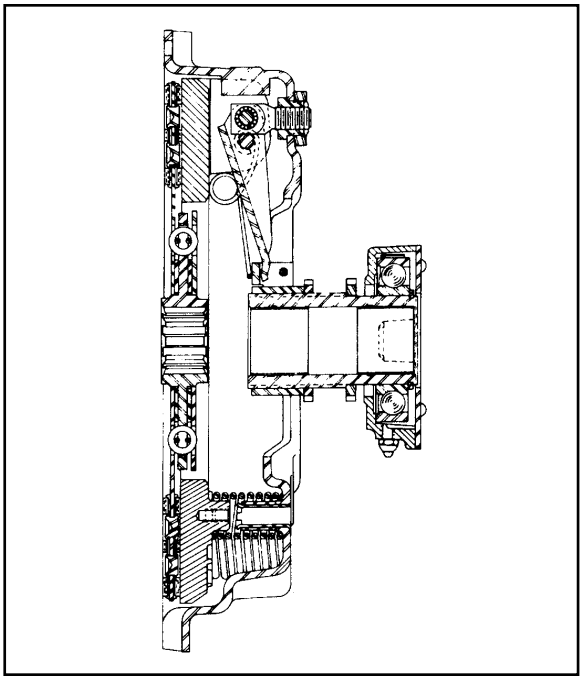
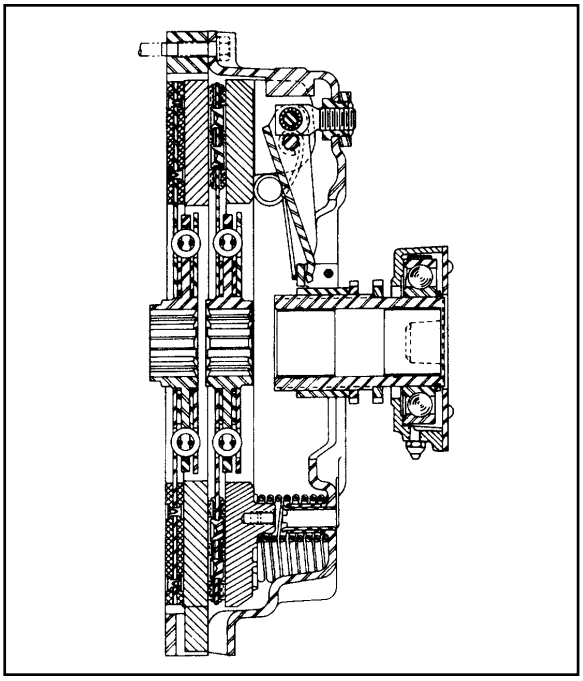
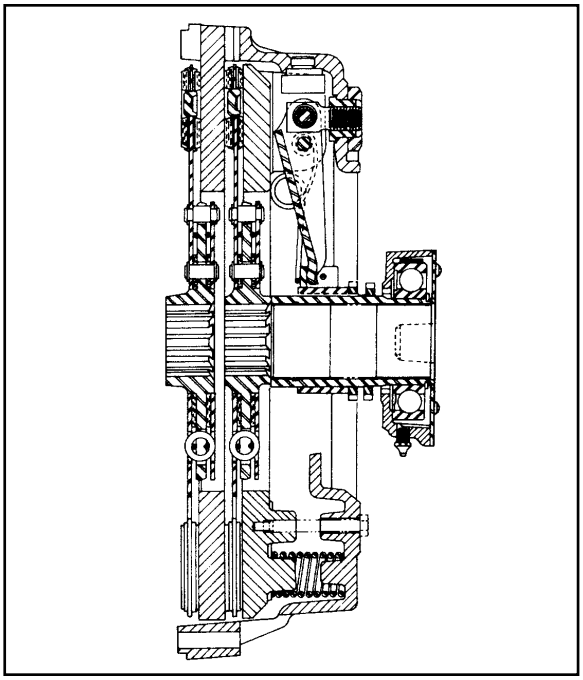
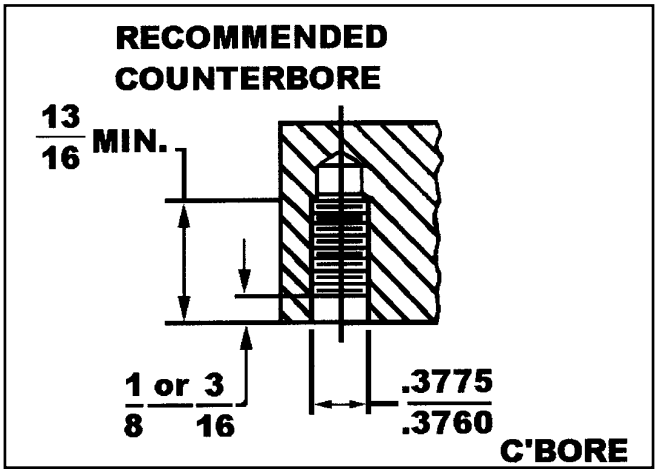

Figure 1. Haldex 13” (330 mm), 14” (350 mm) and 15” (380 mm) single plate pull-type clutch assembly on flat flywheel.
Figure 2. Haldex 13” (330 mm), 14” (350 mm) and 15” (380 mm) two-plate pull-type clutch assembly with adapter ring on flat flywheel.
Figure 4. Haldex 15 1/2” (380 mm) two-plate pull type clutch assembly on a flat flywheel.
Figure 5. Recommended Counterbore (For Flat Flywheels with 14" Clutch Assemblies)
The 13" (330 mm)-1, 13" (330 mm)-2, 14" (350 mm)-1, 14" (350 mm)-2, 15" (380 mm)-1, 15" (380 mm)-2 and 15 1/2" (380 mm)-2 pressure plate (Figure 1, 2 and 4) is driven by drive lugs or pins welded in the flywheel ring (cover). On 13" (330 mm)-1, 13" (330 mm)-2, 14" (350 mm)-2 and 15" (380 mm)-2 plate clutch assemblies (Figure 1 and 2) the intermediate plate is driven by extended drive lugs that engage matching slots in he flywheel adapter ring. On 15 1/2" (380 mm)-2 plate the intermediate plate is driven by extended drive lugs that engage matching slots in the flywheel ring cover.
A. Clutch assemblies that are bolt piloted 13" (330 mm)-1 plate, 14" (350 mm)-1 plate (Figure 1, Page 9), and 13" (330)-2 plate 14" (350mm)-2 plate (Figure 2, Page 9) require the mounting bolt hole within the flywheel to be counterbored 2/8 or 3/16 of an inch depending upon the application (Figure 5).
Clutch assemblies that are O.D. piloted; 15" (380 mm)-1 (Figure 1, Page 9), 15" (380 mm)-2 (Figure 2, Page 9), 15 1/2" (380 mm)-2 (Figure 4, Page 9) require a 1/8" lip on the O.D. of the flywheel. This lip must have an inside diameter of between 17.156" to 17.159".
Installing a Single Plate Clutch Assembly (Figure 1, Page 9)
Some cover assemblies are piloted to the flywheel by cap screws with a ground shank which fits the reamed holes in the cover. The machined shank extends through the cover into a recessed or counterbored hole in the flywheel. If a flywheel has been machined the cover mounting bolt hole counterbore could be too shallow and may require deepening. (See counterbore requirement Page 10, Figure 5.)
Installing Two Plate Clutch Assembly with Adapter Rings -- Lug Drive Intermediate Plate (Figure 2, Page 9 - Flat Flywheel Applications)
Installing Two Plate Clutch Assembly with A Strap Drive Intermediate (Figure 2)
Installing a 15 1/2” Two Plate Clutch (Figure 4) (Flat Flywheel Applications)